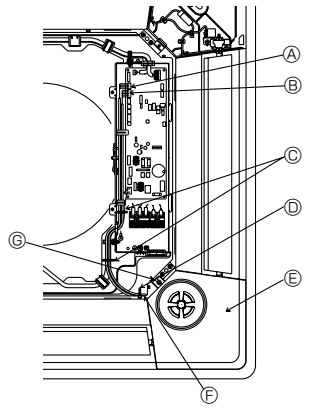

Fig. 5-10
5.6. Установка угловой панели i-see sensor (Fig. 5-10)